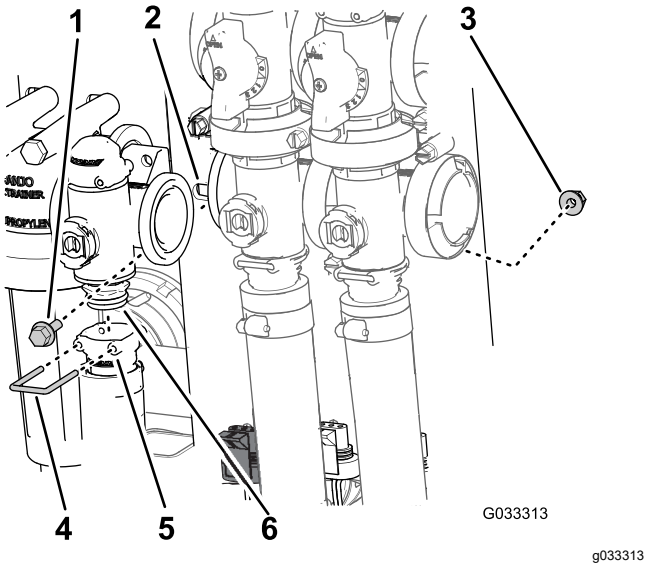

Figure 69
2. Retirez l'étrier qui fixe le raccord de sortie au collecteur du régulateur de débit (Figure 69).
3. Retirez les 2 boulons à embase et les 2 contre-écrous à embase qui fixent le régulateur de débit au support, puis déposez le collecteur de la machine (Figure 69).